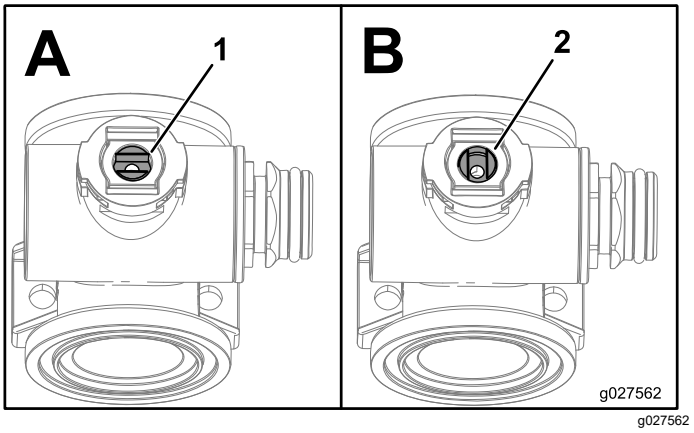

**Figur 128**
1. Placera ventilskaftet så att ventilen är stängd (B i Figur 128).